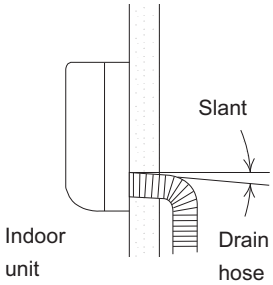

Fig. 2-237
a) The drain hose should be slanted downward to the outdoors. (Fig. 2-237)